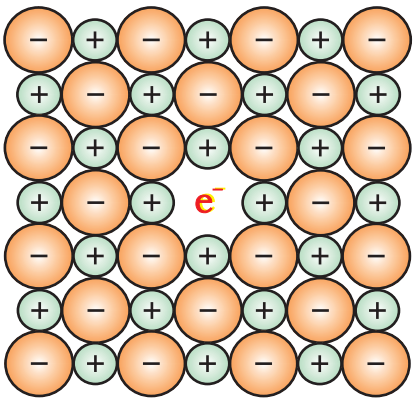

Fig. 1.32: *An F-centre in a crystal*
- *Metal excess defect due to anionic vacancies*: Alkali halides like NaCl and KCl show this type of defect. When crystals of NaCl are heated in an atmosphere of sodium vapour, the sodium atoms are deposited on the surface of the crystal. The Cl^- ions diffuse to the surface of the crystal and combine with Na atoms to give NaCl. This happens by loss of electron by sodium atoms to form Na^+ ions. The released electrons diffuse into the crystal and occupy anionic sites (Fig. 1.32). As a result the crystal now has an excess of sodium. The anionic sites occupied by unpaired electrons are called *F-centres* (from the German word *Farbenzenter* for colour centre). They impart yellow colour to the crystals of NaCl. The colour results by excitation of these electrons when they absorb energy from the visible light falling on the crystals. Similarly, excess of lithium makes LiCl crystals pink and excess of potassium makes KCl crystals violet (or lilac).